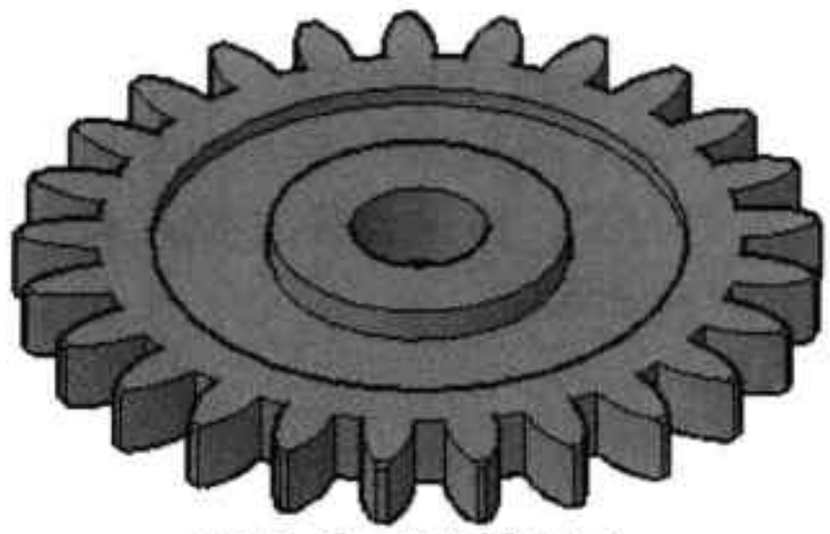

图12-65 概念视图样式
Step28 将当前视图样式设为概念视图，即可查看齿轮模型效果，如图 12-65 所示。至此，齿轮模型已全部绘制完毕。